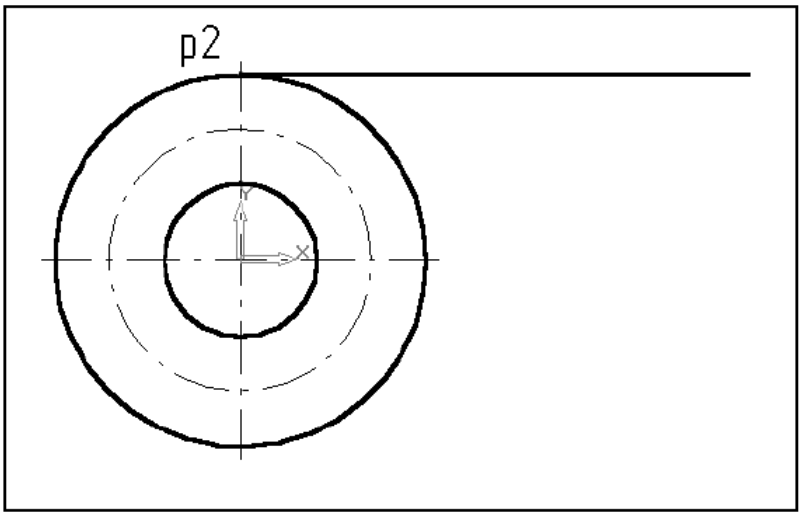

Рис. 12 Побудова відрізку.
3.4.13 Включіть кнопку ***Ввод отрезка***, помістіть курсор мишею в точку p2 (Рис. 12) і після спрацьовування глобальної прив'язки Найближча точка клацанням лівої клавіші миші зафіксуйте початкову точку відрізка.